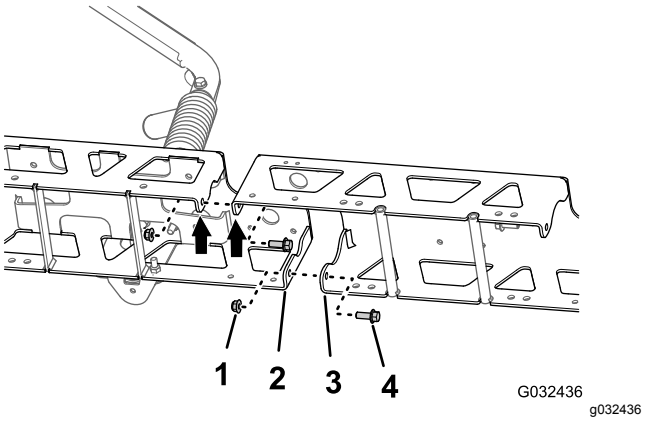

Figur 117
1. Innrett hullene på de vertikale flensene på støtterammen for midtseksjon med hullene på støtterammen for ytre midtseksjon (Figur 117).
2. Monter den midtre bomutvidelsen løst til støtterammen (Figur 117) med de to flenshodeboltene (⅜ x 1 tomme) og de to flenslåsemutterne (⅜ tomme).
3. Innrett hullene på de vertikale flensene på støtterammen for midtseksjon med hullene på den andre støtterammen for ytre midtseksjon (Figur 117).
4. Monter den midtre bomutvidelsen løst til den andre støtterammen (Figur 117) med de to flenshodeboltene (⅜ x 1 tomme) og de to flenslåsemutterne (⅜ tomme).